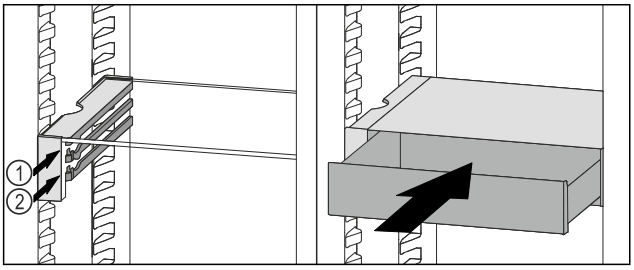

Fig. 212
▶ Place the VarioSafe drawer behind the stoppers on desired rib *Fig. 212 (1)* or *Fig. 212 (2)*.